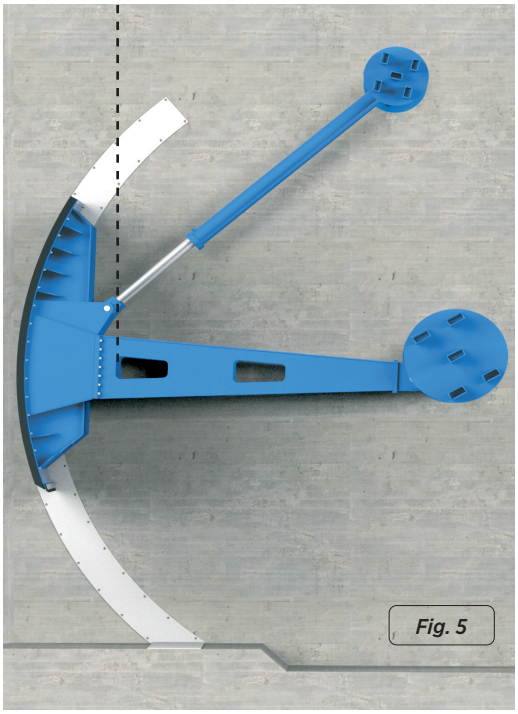

Fig. 5
- Prima di realizzare le connessioni del cilindro idraulico e con l'aiuto di una gru, realizzare una prova di apertura e chiusura della saracinesca. Questa prova consente di verificare che la travata sia centrata correttamente rispetto al canale e che le piastre di chiusura e di rotolamento siano state collocate adeguatamente entro il percorso della travata. Consente anche di verificare la corretta collocazione dei cilindri idraulici (fig. 5).